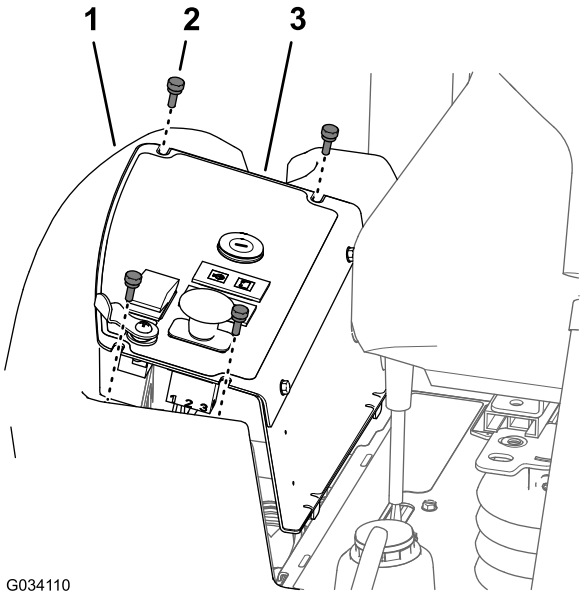

Figur 57
1. Ta bort de vingskruvar som håller fast kontrollpanelens skydd på bränsletanken (Figur 57).
2. Lyft upp kontrollpanelens skydd (Figur 57).
3. Rikta in spåren längst upp på kontrollpanelens skydd med hålen i flänsen på bränsletanken (Figur 57).
4. Montera kontrollpanelens skydd på flänsen på bränsletanken med de fyra vingskruvarna (Figur 57) som du tog bort i steg 1 av Ta bort kontrollpanelens skydd (sida 45).